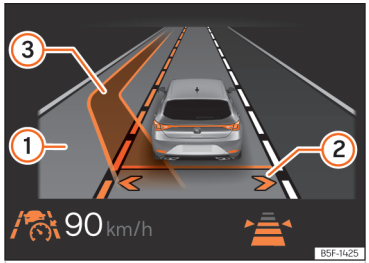

Abb. 147 Im Display des Kombi-Instruments: Anzeige des assistierten Spurwechsels (schematische Darstellung).
Dadurch wird der assistierter Spurwechsel aktiviert. Die Pfeile der eigenen Fahrspur werden im Display des Kombi-Instruments in Grau angezeigt ››› (Abb. 147) ②
Hat das System keine Objekte im Erfassungsfeld der Sensorik erkannt und ist ein assistierter Spurwechsel auf eine benachbarte Spur möglich, wird die entsprechende Spur im Display des Kombi-Instruments neben der eigenen Spur angezeigt. Der Pfeil auf der entsprechenden Seite der Fahrspur wird in Weiß angezeigt ››› (Abb. 147) ②.